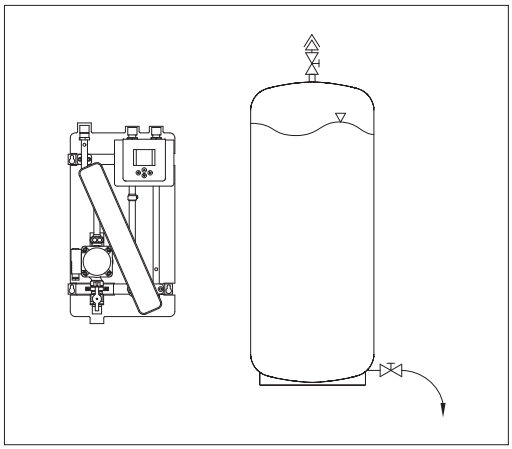

Abb. 5 Vorhandenen Speicher drucklos machen und entleeren
- Bei vorhandenem Speicher diesen drucklos machen und entleeren (s. Abb. 5).